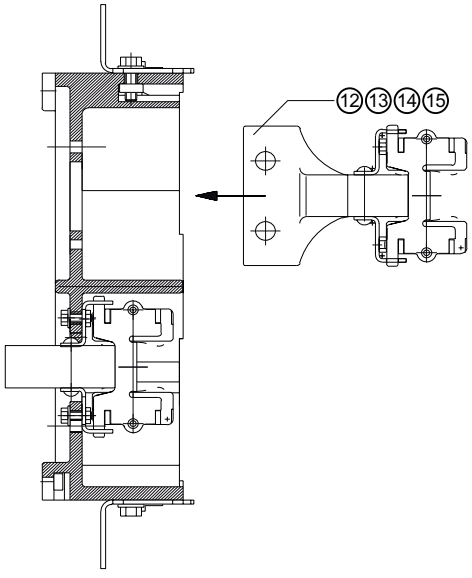
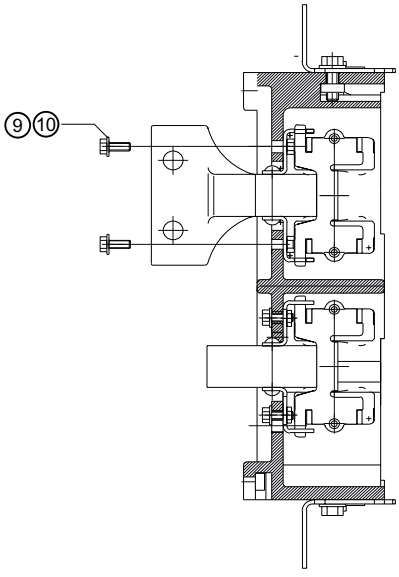

Рисунок 2
Рисунок 3
2. Вставить новые соединители (Рисунок 2) и прочно завинтить прилагаемыми винтами и упругими зажимными шайбами (Рисунок 3); момент затяжки 8 ± 1 Нм